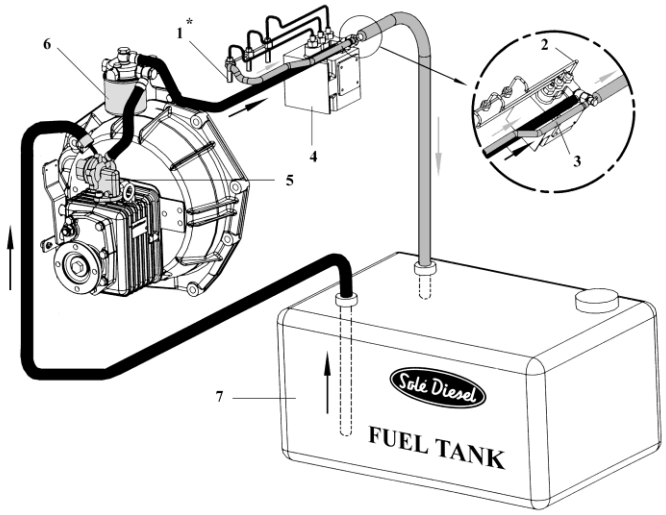

Fig. 2.4
2.4 CIRCUIT D’ALIMENTATION (Fig. 2.4)